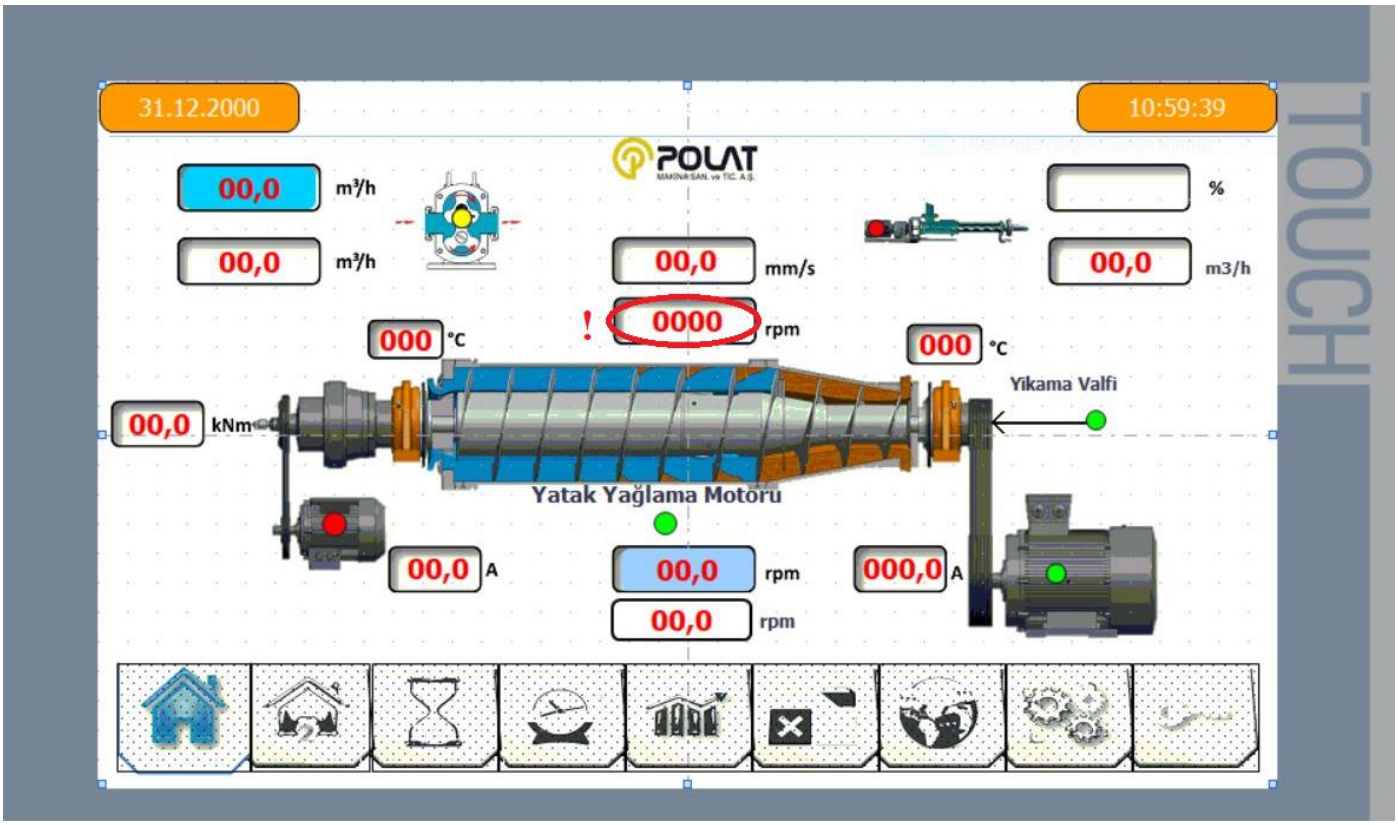

Figura 14- TAMBURO
7. È necessario controllare la velocità del Tamburo che deve essere a "0 giri/min" (Figura 14);